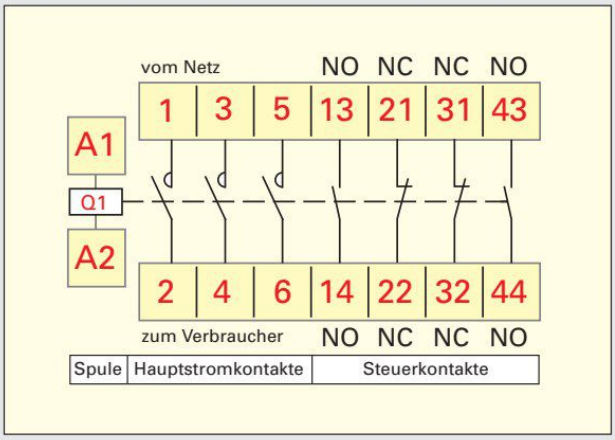

Bild 2: Anschlussbezeichnungen beim Hauptschütz
4. Ergänzen Sie in **Bild 2** die Anschlussbezeichnungen des Hauptschützes.